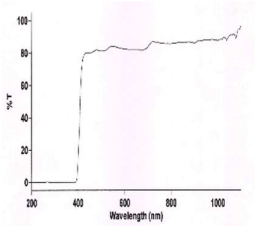

Fig 2
- 380 nm is the UV 10% cut-off - UV Light Transmission (Fig 2)